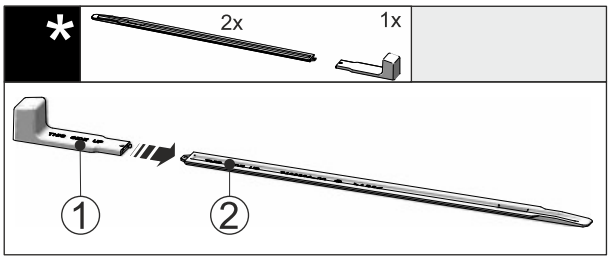

*Fig. 54*
▶ 将安装手柄 *Fig. 54 (1)* 插到水平导轨 *Fig. 54 (2)* 上。